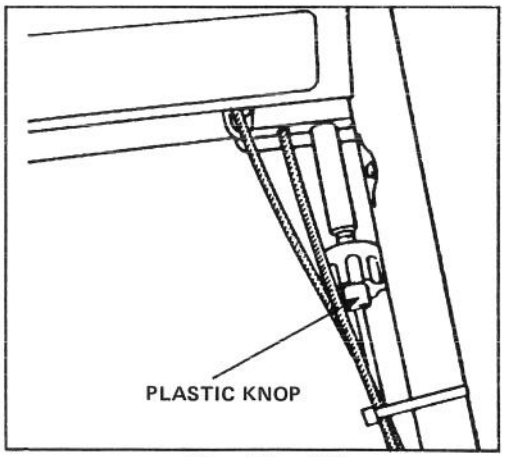

Afbeelding 19
3. De knop links onder op het controlepaneel draaien om de aandrijfkabel af te stellen (Afb. 19). De knop in de richting van het plusteken draaien